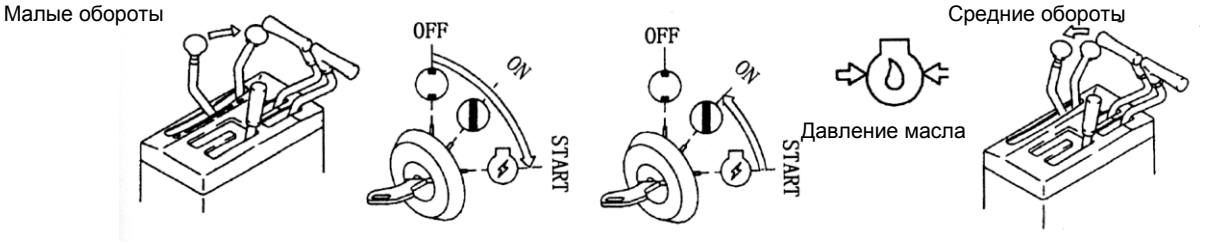

Рис. 2-7.
2.2. Запуск двигателя (Рис. 2-7)